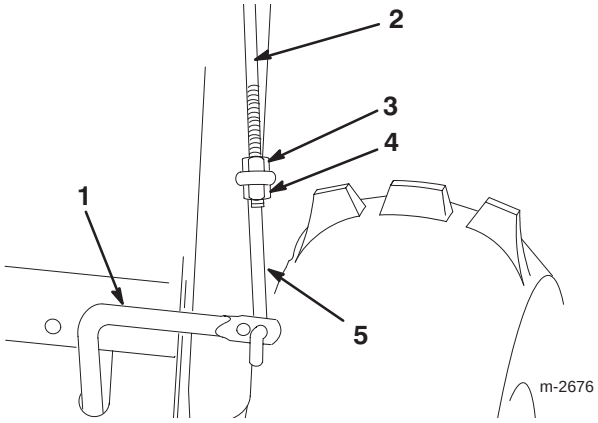

Figur 11
2. Stikk det nederste forbindelsesleddet gjennom det ytterste hullet i det nederste kontrollstaget, som illustrert i figur 11.